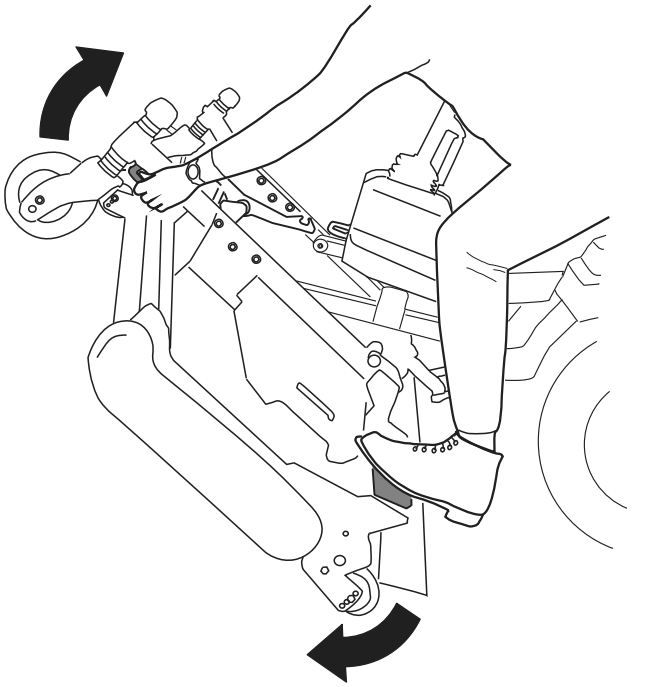
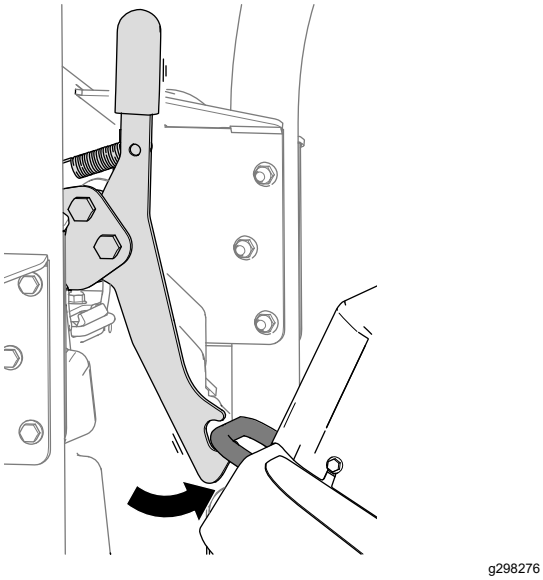
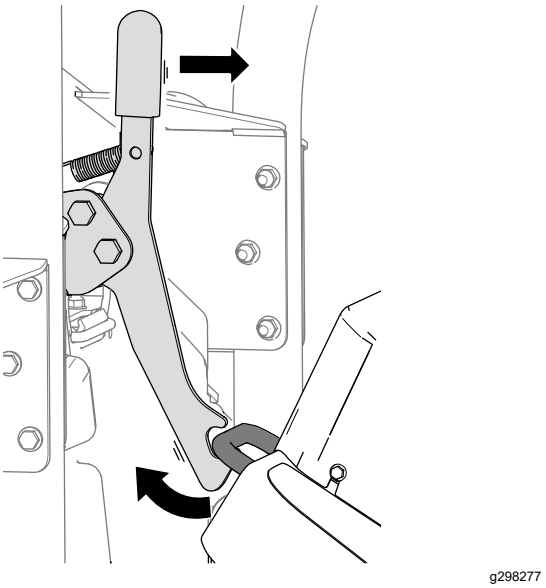

**Figura 39**
**Figura 40**
**Figura 41**
5. Ruotate l'apparato di taglio (Figura 39) in modo tale che il fermo si inserisca nella staffa di ancoraggio (Figura 40).
1. Rilasciate il fermo dell'apparato di taglio dalla staffa di ancoraggio (Figura 41) ruotando l'apparato di taglio leggermente in avanti (fate riferimento a Figura 39) e spingendo la maniglia del fermo in avanti.